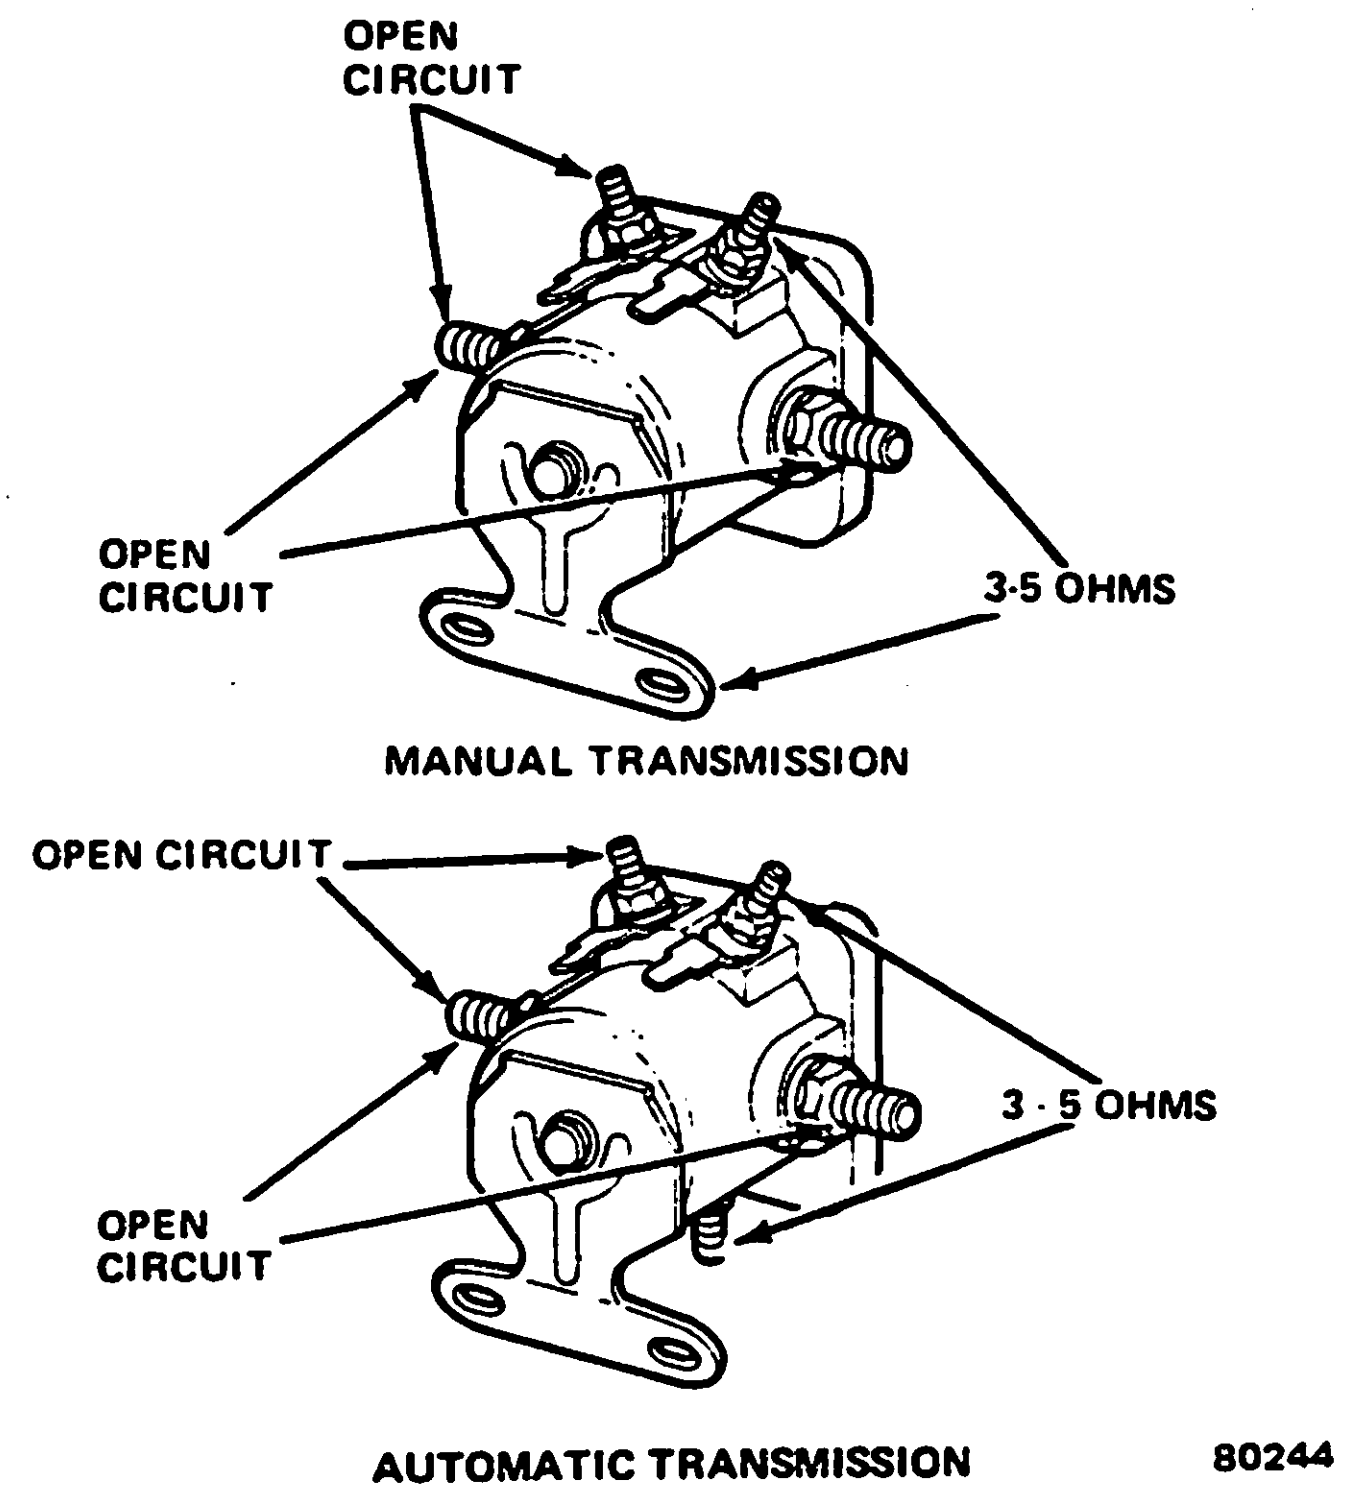

Fig. 1F-13 Ohmmeter Test of Starter Motor Solenoid
(1) Disconnect S-terminal wire from solenoid.
(2) Connect ohmmeter test probes (fig. 1F-13) to S-terminal and mounting bracket (manual transmission only) or ground terminal (automatic transmission only).
(3) If solenoid fails test, replace solenoid.
NOTE: *A poor solenoid ground can be determined by connecting one ohmmeter lead to the battery negative terminal and other lead to S-terminal. If resistance is greater than in the S-terminal-to-mount bracket test (fig. 1F-13), the solenoid has a poor ground.*